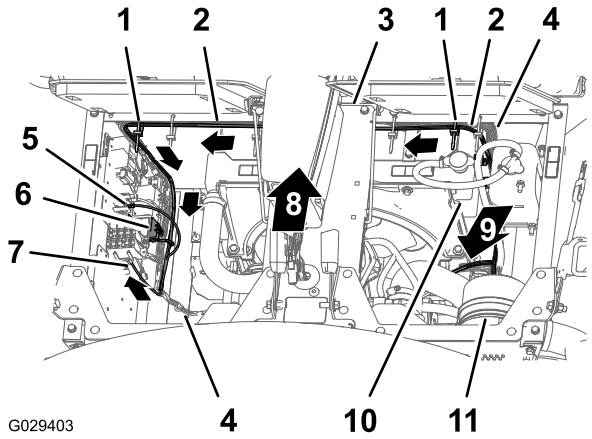

Figur 11
3. Dra kablagets 197 cm långa motorrumsdel ner längs kylarens vänstra sida och tvärs över den elektriska panelens undersida (Figur 11).
4. Sätt fast finputsningssatsens kablage på maskinens kablage med två kabelband enligt Figur 11.